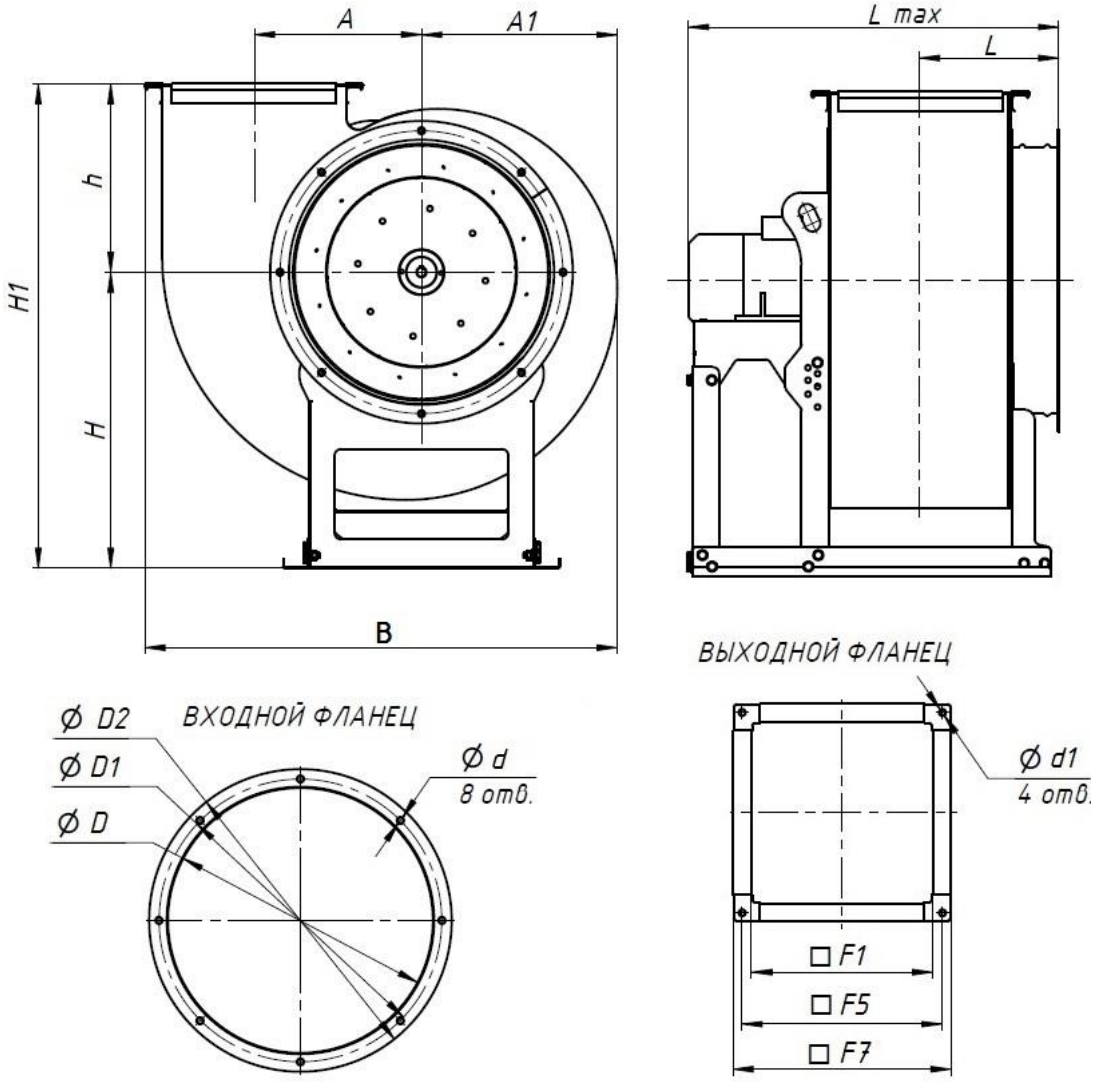

Рисунок 1. Габаритные и присоединительные размеры вентиляторов ВР 80-75
1.2.2. Устройство вентиляторов, габаритные, присоединительные и установочные размеры вентиляторов указаны на рис. 1 - рис. 7, табл. 1- табл. 5